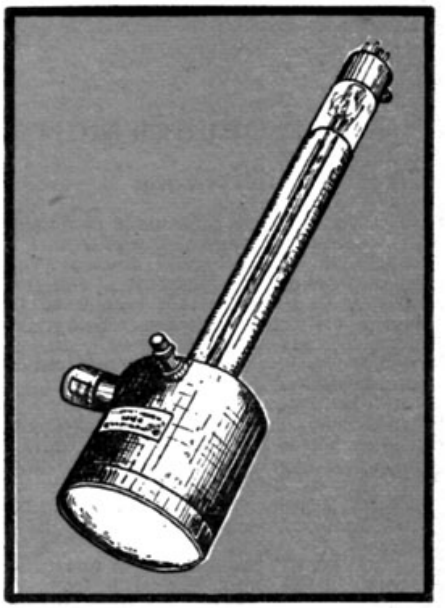

Fig. 14. — Aspect du tube « skiatron » à trace sombre.
On a déjà annoncé la découverte d'un procédé nouveau qui permet d'obtenir, sur l'écran du tube cathodique, une image à trace sombre (1). A la différence des tubes classiques, le spot donne sur l'écran, non une trace brillante, mais une trace sombre. Le nouveau dispositif utilise un tube spécial construit par Scophony Corp. et qu'on appelle Skiatron. L'écran de ce tube, qui renferme un sel halogène alcalin, tel que le chlorure de potassium, est éclairé extérieurement par une puissante lampe à vapeur de mercure. La lumière de cette lampe est partiellement absorbée par la coloration rouge et ce sel sous l'effet du bombardement électronique, ce qui fait que la trace du spot apparaît en noir et se détache sur le fond de l'écran avec une intensité d'autant plus grande que l'éclairement extérieur est plus intense. L'intérêt du procédé est que le tube cathodique sert seulement de relais et que ce n'est pas la brillance propre de son écran sous l'impact du spot qui est en jeu. On peut ainsi obtenir une image d'une grande brillance en noir sur blanc, qui peut être projetée contre un grand écran en faisant office de dispositif de lanterne à projection. Le schéma de fonctionnement est représenté sur la figure 14, où l'on remarque que, comme l'iconoscope et le « tube pipe », le skiatron est encore un tube à écran oblique, la disposition axiale étant réservée au flux lumineux. Cette technique paraît donc en retard sur celle de l'orthicon et des tubes à électrons lents. Cependant les recherches sont poussées activement sur ce tube aux Etats-Unis. On a déjà pu améliorer les difficultés inhérentes à un excès de rémanence mais la plupart des essais concernant les autres caractéristiques (brillance, contraste, définition) n'ont pas encore été publiés. Ces tubes sont déjà utilisés sur les radars de marine, tant aux Etats-Unis qu'en Angleterre, pour améliorer la projection murale des écrans panoramiques.